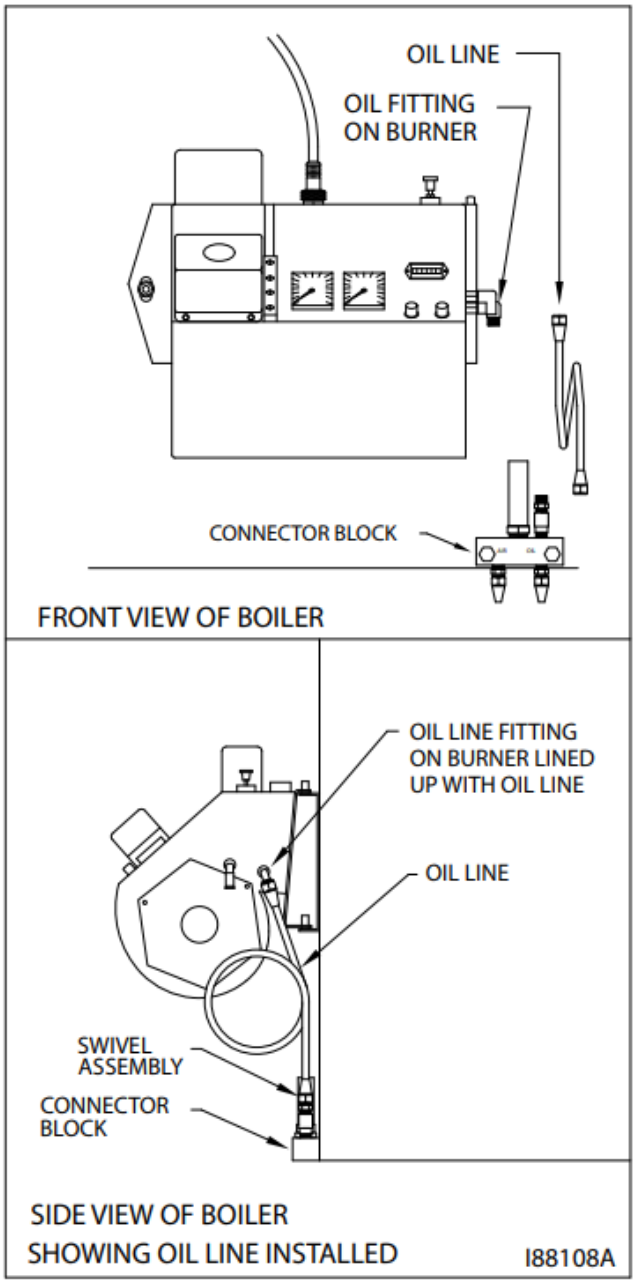

Figure 3I – Installation of Connector Block and Oil Line
1. Refer to Figure 3I on the next page.
2. Use the two (2) bolts to install the aluminum connector block onto the CTB cabinet.
3. Use a wrench to slightly rotate the oil line fitting on the burner counterclockwise so the tubing lines up with the swivel assembly. Slightly bend the tubing as shown in Figure 3I, if required, to "line up" the oil line.
5. Make sure that the curl in the oil line is positioned as shown in Figure 3I, so that the burner can swing open correctly.